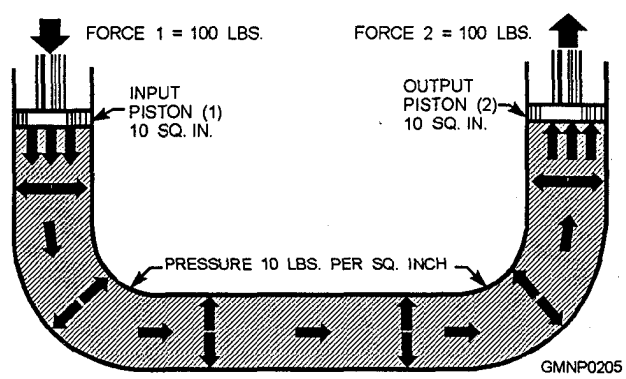
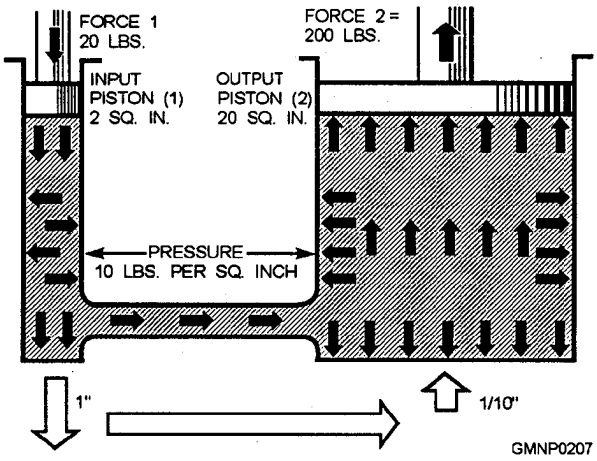

Figure 4-13——Force transmitted through fluid.
Figure 4-15.—Multiplication of forces.
Let's deal first with the transmission of applied force. There are two qualities of fluid that make them useful as a means to transmit force. They are (1) they take the shape of their containers and (2) they are not compressible. Therefore, pressure applied to a fluid in a closed container will be felt equally against the entire inside surface of the container. The force is transmitted equally in all directions, as shown in figure 4-13. This is true regardless of the shape of the container. This means that it is not necessary for the tube connecting the two pistons to be as large as the pistons throughout.
In figures 4-13 and 4-14, the systems contain pistons with the same area. This makes the output force equal to the input force. Remember what we said earlier—the force applied is transmitted to all surfaces in the container equally. Now consider figure 4-15. The input piston is much smaller than the output piston. Assume the area of the input piston is 2 square inches. With a force of 20 pounds applied to it, a pressure of 10 pounds per square inch (psi) will be felt throughout the container, including the output piston. The upward force on the output piston is therefore 10 pounds for each of its 20 square inches, or 200 pounds. We have effectively multiplied the applied force.